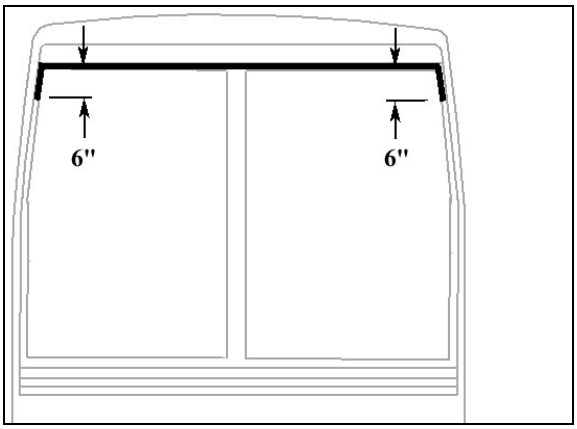

**FIGURE 24: APPLICATION 0F SIKA 221 BLACK**
- Apply Sika 221 black (Figure 24) between fiberglass and rubber extrusion